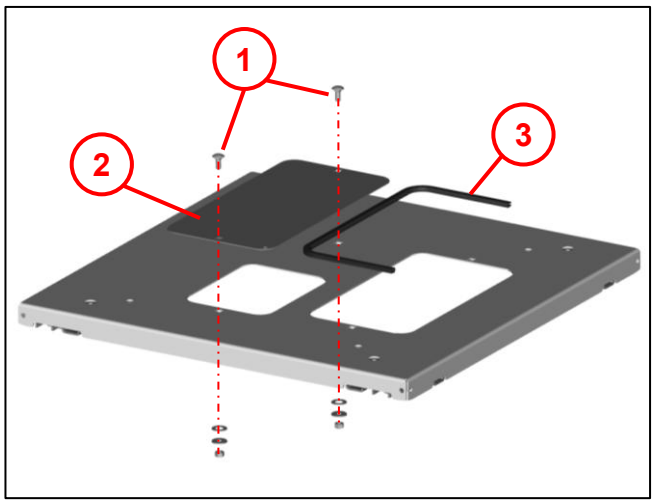

Abb. 34
- Die Positionen von Abdeckung Kabelauslass **(2)** und Kantenschutz **(1)** tauschen und mit den gleichen Anschraubmitteln wie bei Abb. 34 montieren.